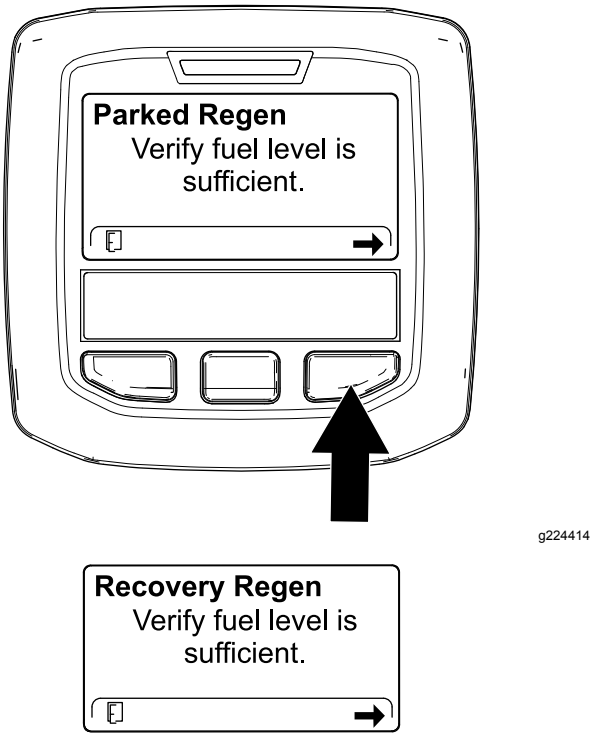

Figur 57
2. Kontrollera via skärmen KONTROLLERA BRÄNSLENIVÅ att minst en fjärdedel av tanken är fylld om du ska utföra en parkerad regenerering eller att den är minst halvfull om du ska utföra en återhämtningsregenerering och tryck sedan på högerknappen för att fortsätta (Figur 57).